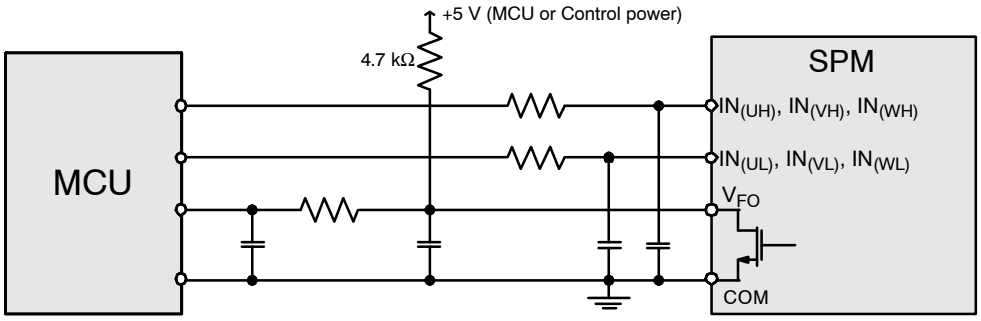

Figure 13. Recommended CPU I/O Interface Circuit
15. V_{FO} output is open−drain type. This signal line should be pulled up to the positive side of the MCU or control power supply with a resistor that makes I_{FO} up to 2 mA. Please refer to Figure 13.